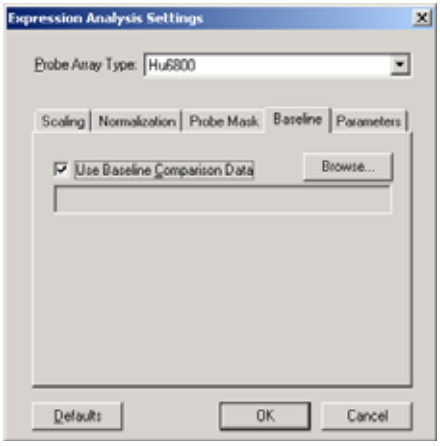

Figure 10.10
⇒ The **Expression Analysis Settings** dialog box appears next if chosen as a default option **(Figure 10.10)**. For more information on this default setting, see *Analysis Settings* on page 263.
a. In the Baseline tab, select the probe array type for the baseline from the **Probe Array Type** drop-down list **(Figure 10.10)**.